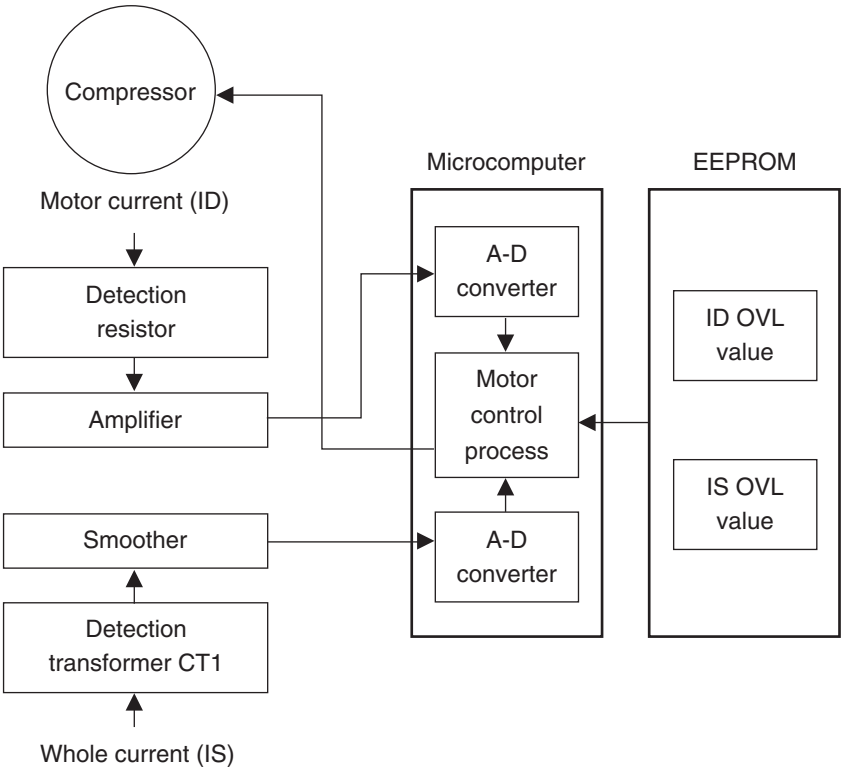
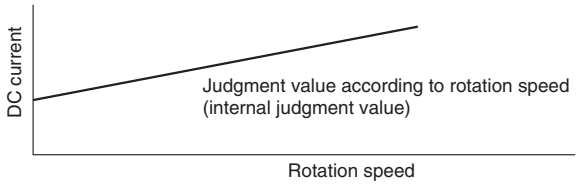

Fig. 6-1 Overload Control System
Fig. 6-4
Fig.6-1 shows the overload control system configuration and Fig. 6-4 is a characteristic diagram on overload judgement values. There are two types of control which has named IS OVL and ID OVL.
Fig. 6-4 shows the rotation speed control. When the voltage at pin ⑥⓪ of the microcomputer exceeds the set value, the microcomputer decreases the rotation speed of the compressor and reduces the load.